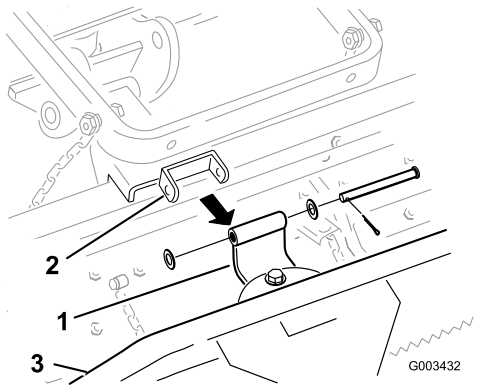

Bild 12
B. Nehmen Sie den Splint, die Scheiben und den Lastösenbolzen ab, mit denen die gewellte Schwenkhalterung am Zahnrechen befestigt ist (Bild 12).
C. Nehmen Sie die gewellte Schwenkhalterung und die Befestigungen vom Federrechen ab (Bild 12).